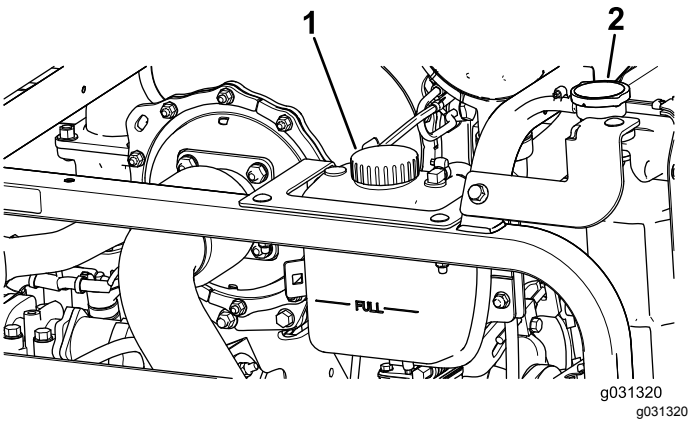

Figur 106
1. Ta av kylarlocket och locket till expansionstanken försiktigt (Figur 106).
2. Kontrollera kylvätskenivån i kylaren (Figur 106).